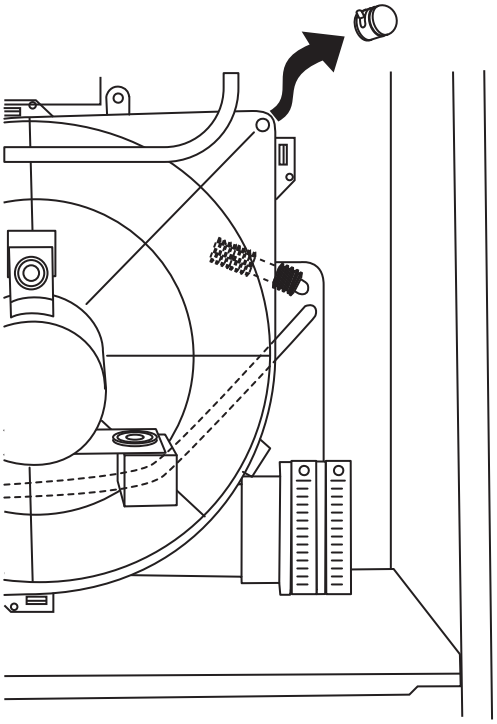

Fig. 46 - Inducer Housing Drain Tube Cap
1. Remove upper inducer housing drain connection cap. (See Fig. 46.)